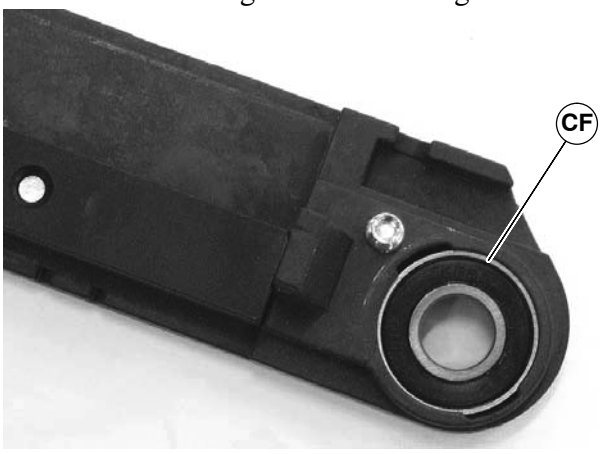

Figure 50
2. Insert bearing (CF of Figure 50) into head plate slot and twist bearing to fit into bearing enclosure.